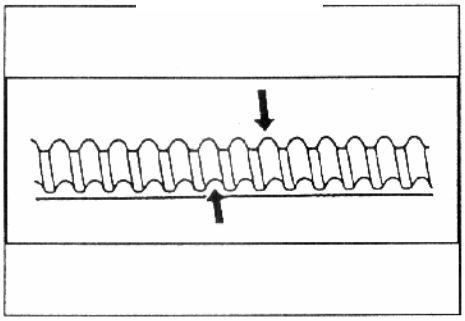

Рис. 34
- Проверьте ремень ГРМ на износ и повреждения, замените его при необходимости (Рис. 34).